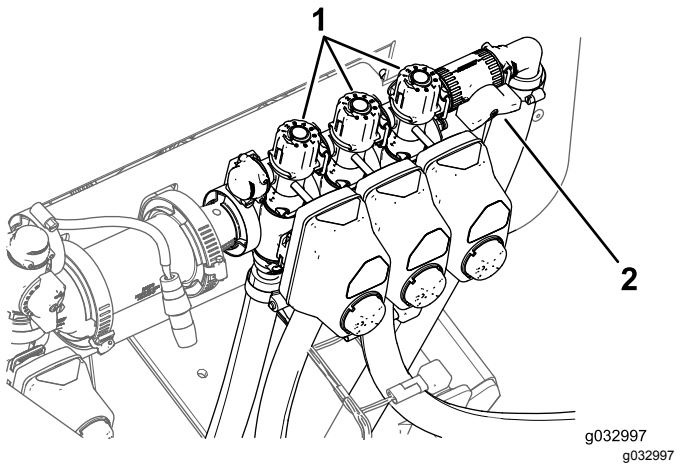

Figuur 48
9. Schakel de linker spuitboom uit en stel de omloopknop van de spuitboom (Figuur 48) zodanig in dat de druk de vorige waarde heeft.
11. Stel de omloopknop van de rechter spuitboom (Figuur 48) zodanig in dat de druk de vorige waarde heeft.
13. Stel de omloopknop van de middelste spuitboom (Figuur 48) zodanig in dat de druk de vorige waarde heeft.